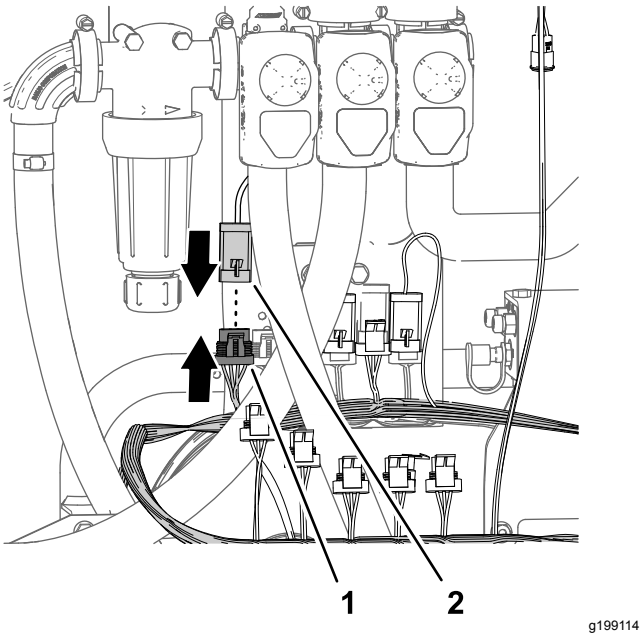

Figur 87
4. Koble kontakten med fire pinner på aktuatoren for hastighetsventilen til kontakten med fire sokler på den 89 cm lange forgreningen av settets ledningssats merket HASTIGHETSVENTIL (Figur 87).